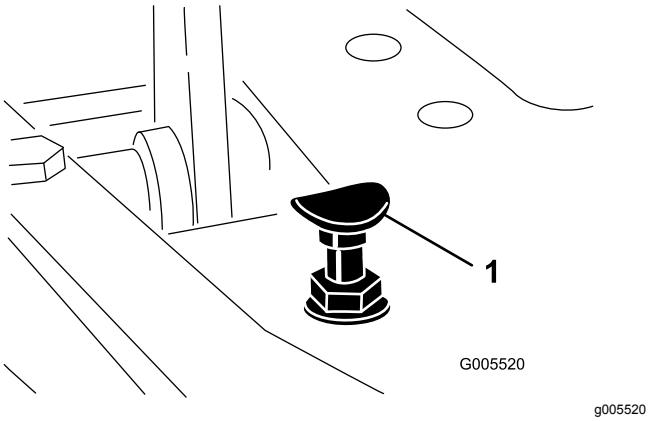

Figur 53
For at opnå maksimal transporthastighed skal du sætte funktionsbevægelseshåndtaget i transportposition og trykke ned på traktionspedalen. Hvis pedalen når stoppet (Figur 53), før stramning mærkes på kablet, er det nødvendigt med justering:
1. Sæt funktionsbevægelseshåndtaget i transportpositionen, og løsn den låsemøtrik, der holder pedalstoppet på gulvpladen (Figur 53).